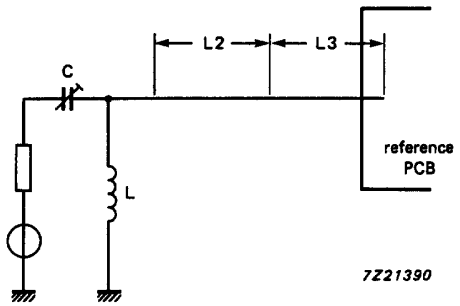

Fig.3 Input circuit for optimum noise.
1. Measured with an input circuit for optimum noise. (see Fig.3).